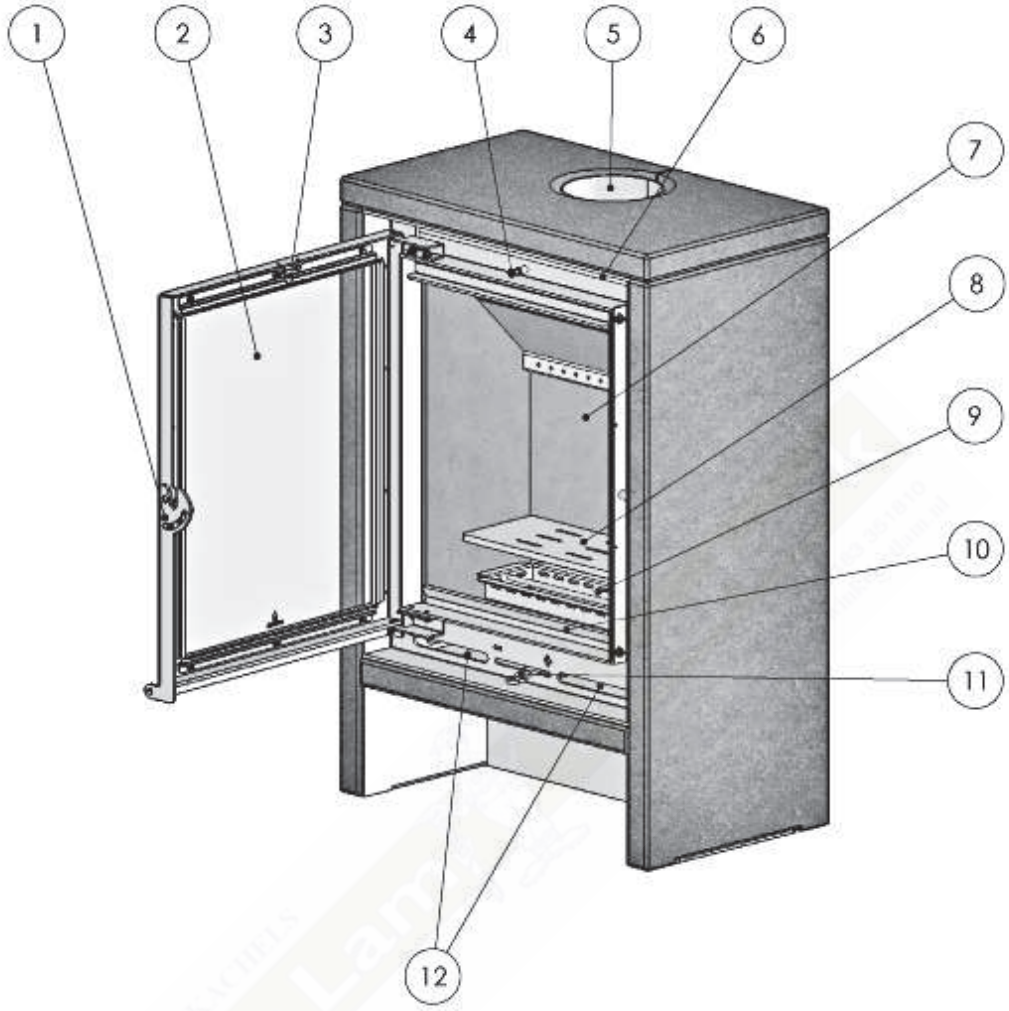

Figuur 1: Bediening
6.2. AANMAKEN VAN HET VUUR (Figuur 1)